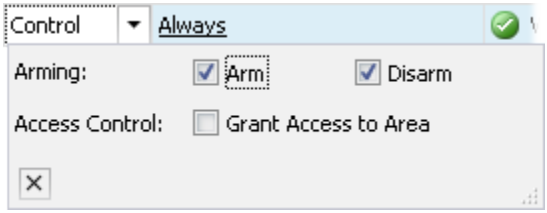

Figure 28
9. Depending on the entity selected in the "What" column, the "Options" column may have a drop-down selection available. ***Figure 28*** is an example of the area control options.